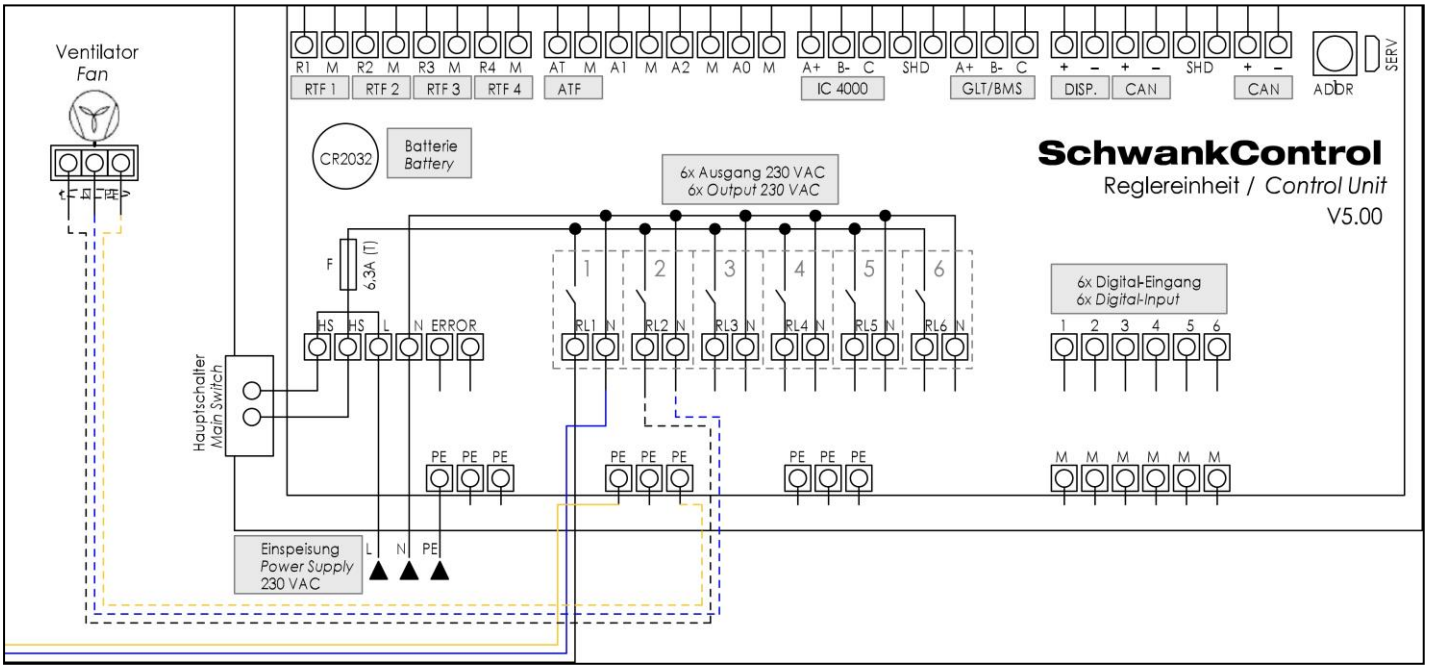

Abb. 74: Anschluss Ventilator tetraSchwank an Schwank Control Schwank
- Schließen Sie den Ventilator gemäß Abb. 74 an die zentrale Regeleinheit SchwankControl Touch an.